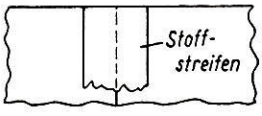

Bild 4
Der Vorteil dieser Bauweise liegt darin, daß man jederzeit Veränderungen vornehmen kann, indem man „störende Hügelteile "einfach mit dem Messer abschneidet und sie neu verputzt. Diese Verfahrensweise ist selbst bei den kleinsten Bodenerhebungen anzuwenden, um so später auftretenden Rissen vorzubeugen. Man sollte überhaupt vermeiden, auf eine Sperrholz- oder Preßpappenunterlage eine ebene Landschaft aufzutragen, weil sie einmal leicht rissig werden kann und zum anderen bei einer späteren Neugestaltung nur schwer zu entfernen ist. Stoßstellen des Grundbettes müssen mit Stoffstreifen überklebt werden, um eine Rißbildung zu vermeiden (Bild 4).
- Bild 4 Ein PmG verläßt auf Signal Hf 2 den Bahnhof Bergheim. Hoffentlich haben die Leipziger nicht vergessen, eine Schachbrett-Tafel am eigentlichen Signalstandort aufzustellen!
● Bild 4 Die gelungene Nachbildung eines Autotransportwagens mit Ladebrücke. Der Wagen besteht aus Zinkspritzguß mit vielen Details.